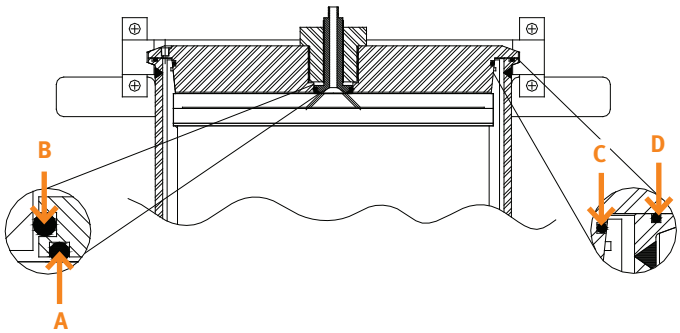

Figure 38. The cartridge seal O-rings (A and B), the barrel O-ring (C), and the head O-ring (D).
4. Inspect the top cartridge seal adapter O-rings (labeled "A" and "B" in Figure 38). Ensure that they are not cut, flattened, or otherwise damaged. Replace the O-rings if they are damaged; see Table 2 on page 3.
b. Inspect the bottom cartridge seal adapter O-rings (labeled "A" and "B" in Figure 38). Ensure that they are not cut, flattened, or otherwise damaged. Replace the O-rings if they are damaged; see Table 2 on page 3.